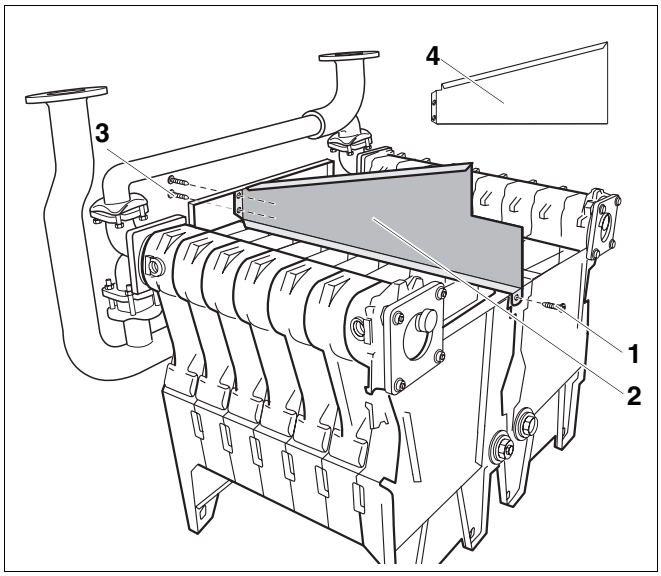

Afb. 36 Afscheidingswand monteren
De afscheidingswand van ketelgrootte 141 kW (afb. 36, **pos. 4**) heeft geen uitsparing.
- Plaats de afscheidingswand (afb. 36, **pos. 2**) en schroef hem losjes aan de voorwand met twee schroeven met vlakke kop 3,9 × 9,5 (afb. 36, **pos. 3**).
- Schroef de afscheidingswand (afb. 36, **pos. 2**) achteraan met een schroef met vlakke kop (afb. 36, **pos. 1**) losjes aan het middendeel.